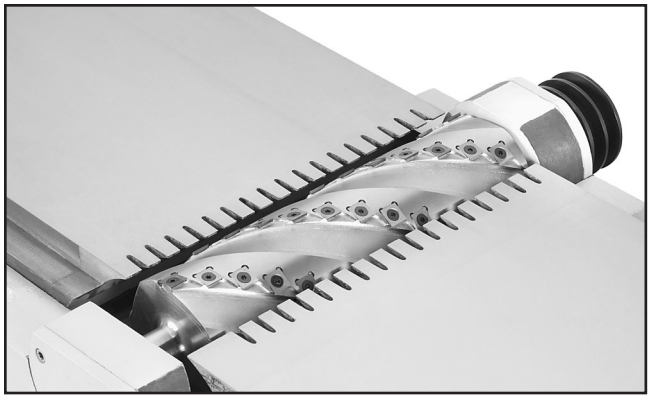

Figure 19. T10127 spiral cutterhead installed.
9. Secure the cutterhead assembly bearing blocks to the casting with the hex bolts and lock washers removed in **Step 17** in the **Assembly** section on **Page 4**, as shown in **Figure 19**.